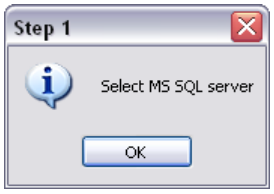

Figure 8.3-10. The "Enter database name" message
26. The Enter database name message will appear (Figure 8.3-10).